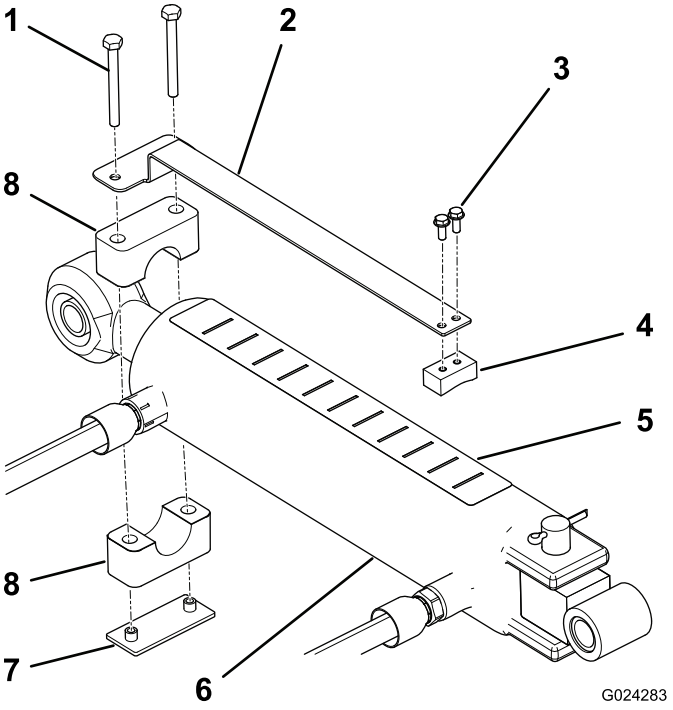

**Rysunek 9**
1. Zamontuj wskaźnik głębokości do płaskiej strony kostki przesuwnej używając dwóch śrub nr 10 x 1/2 cala, ustawiając elementy jak na Rysunek 9.
2. Używając obejmy do rur, płyty z gwintowanymi tulejami i dwóch śrub 1/4 x 2 1/2 cala luźno zamocuj wskaźnik głębokości do tłoczyska siłownika górnego łącznika (Rysunek 9). Upewnij się, że obejmy są wystarczająco poluzowane, aby umożliwić ich obrót do pożądanego położenia.
4. Zamocuj etykietę głębokości do górnej powierzchni siłownika w miejscu, w którym będzie widoczna dla operatora i nie będzie kolidować z przewodami hydraulicznymi lub w inny sposób przeszkadzać w działaniu (Rysunek 9). Koniec etykiety z literą „J” powinien być skierowany w stronę aeratora.